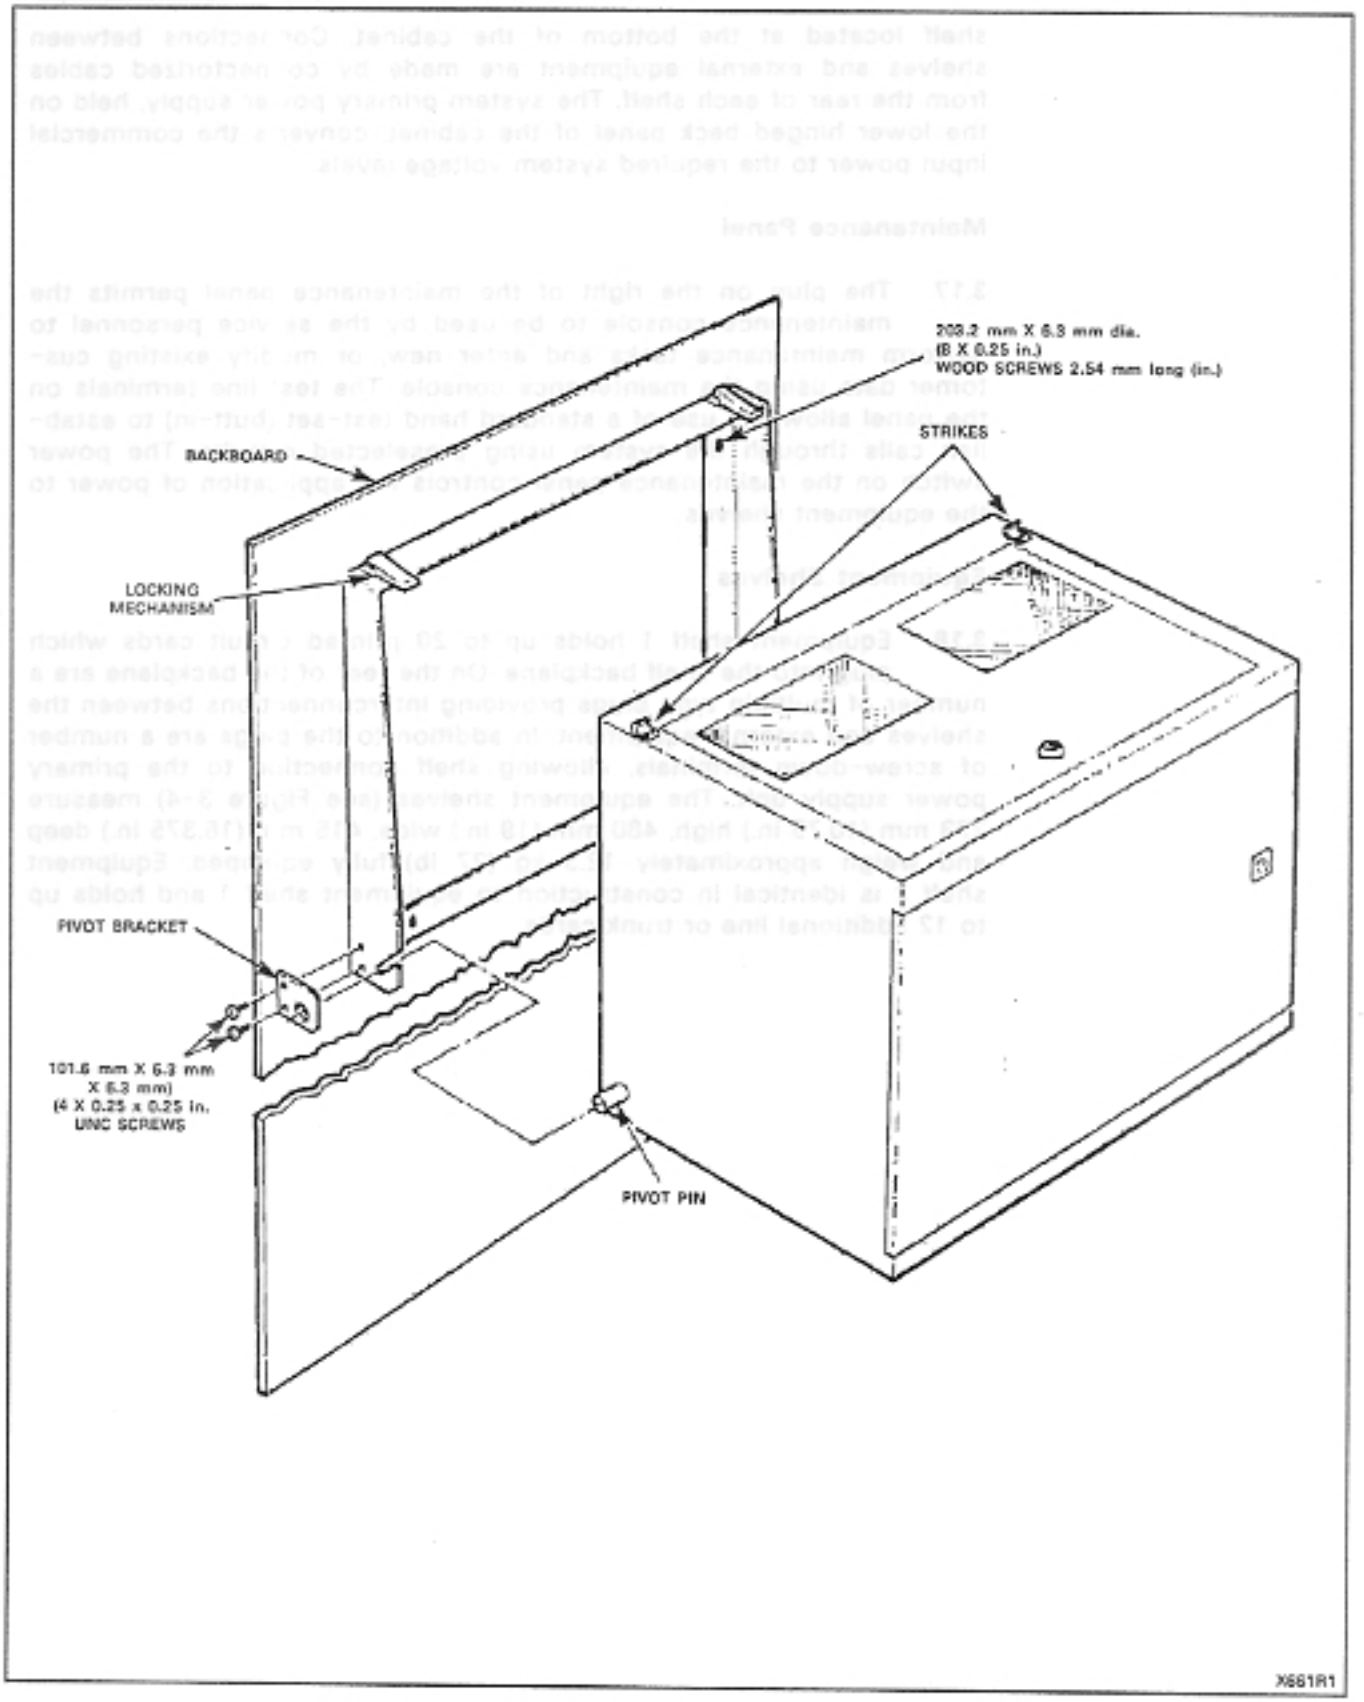

Figure 3-2 SX-100 Cabinet (Wall-mount Version)
3.10 The SX-100 cabinet can be mounted on a wall surface by means of a wall-mount kit. Strikes and pivot pins, which form part of the kit, are attached to the cabinet (see Figure 3-2) which allows the cabinet to be securely fastened to the wall-mount assem-